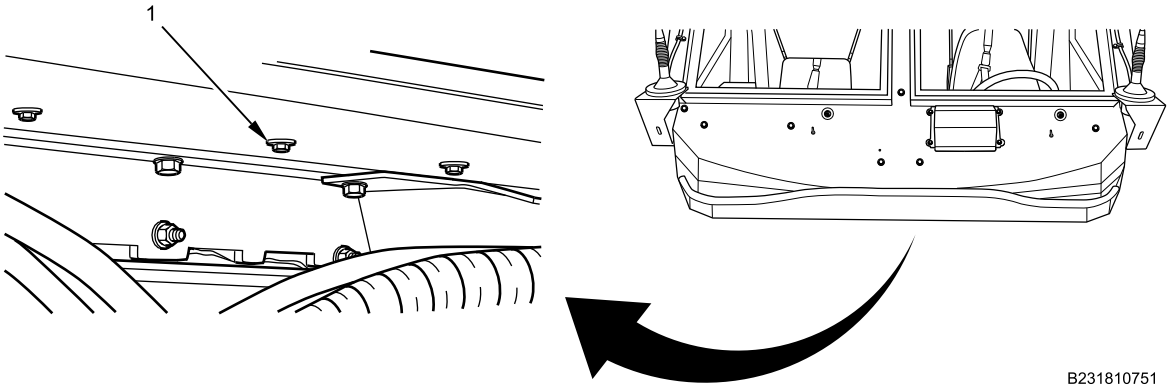

Figure 1. IP Center Mounting Brace Bolt.
1. Remove IP center mounting brace bolt (Figure 1, Item 1) from under cowl.